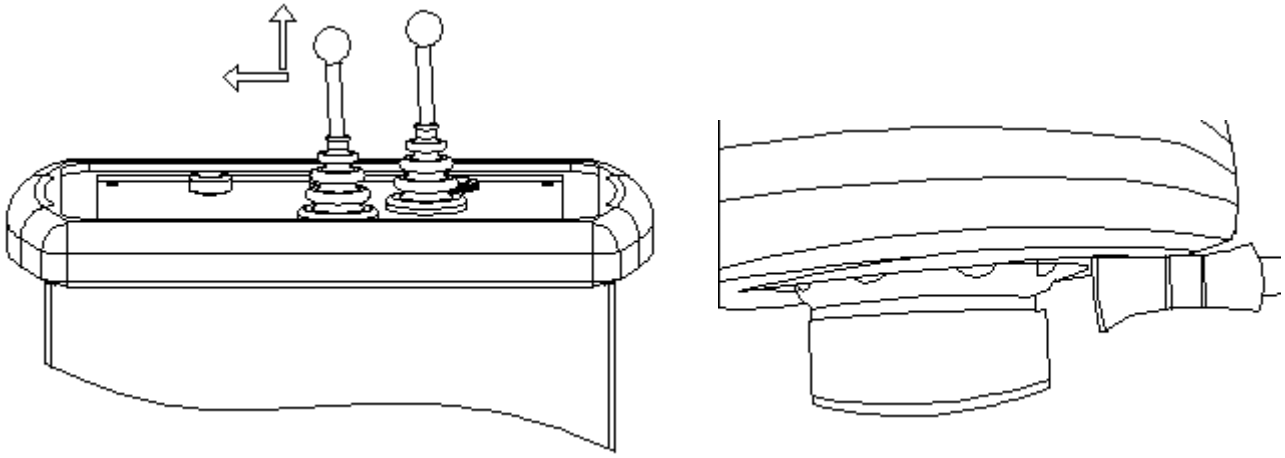

Рис. 4
5. Перемістіть рукоятку керування 2 (22) угору, щоб нижній компресійний ролик 10 шини щільно сперся на край шини, і залиште безпечну відстань 10 мм від втулки, щоб запобігти пошкодженню втулки під час роботи. Перемістіть рукоятку керування 2 (22) ліворуч, щоб поворотний патрон приводив шину в обертання проти годинникової стрілки, і повільно перемістіть рукоятку керування 2 (22) угору, щоб шків повільно рухався вгору, доки шина нижнього краю шини не буде повністю відокремлений від обода. (Див. рис. 4)